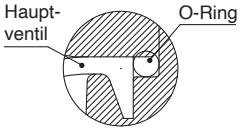

**Abb. 1 Montageposition Ventil**
**Das Ventil gemäß Abb. 1 montieren.**